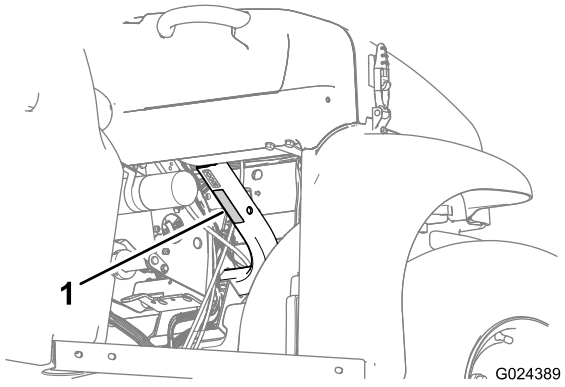

Figur 20
- Overhold maskinens vægtkapacitet og begræns vægten af den last, du transporterer på ladet, som beskrevet i Specifikationer (side 15) og på maskinens mærke med køretøjets bruttovægt (Figur 20).